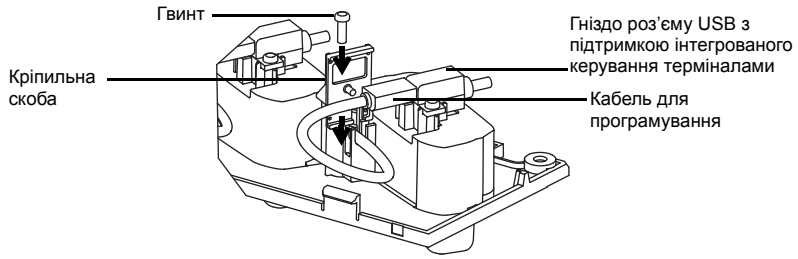

Рис. 13. Кріплення кабелю для програмування.
4. Закріпіть кабель програмування пластиковою кріпильною скобою та гвинтом (див. Рис. 13).